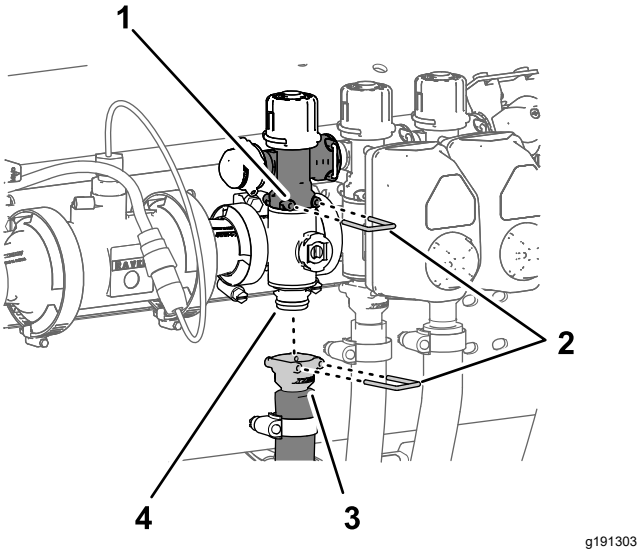

Figure 127
1. Remove the quick-connect pin that secures the quick-connect coupler for the section-bypass valve to the section-manifold valve (Figure 127).
2. Remove the quick connect pin that secures the quick-connect coupler for the section supply hose to the manifold for the quick-connect fitting of the section-manifold valve (Figure 127).